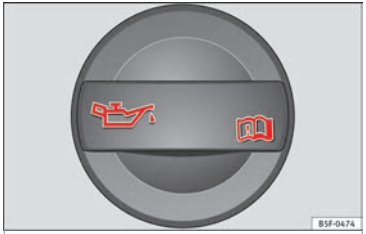

Fig. 243 In the engine compartment: Engine oil filler cap.
- The engine oil filler neck can be recognised by the symbol on the cap ››› Fig. 243 and the dipstick by its coloured handle.
- Unscrew the cap from engine oil filler neck on the cylinder head ››› Fig. 243. If you are not sure where the cap is, request help from a specialist.